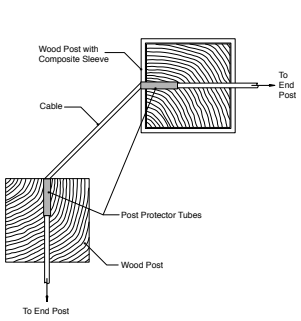

fig. 1a
Step 1: Determine the number of railing posts needed for your deck. Post spacing is 6' or 8' on-center. **Corner applications** (fig. 1a): When taking cable railing through a corner, do not bend the cable past 45º at any time. When turning 90º, a 2-step turn using a double corner post configuration is required. Example: A 12'x16' deck attached to a building with a 4' access opening on one side, and one 90º corner, will require a total of nine posts (fig. 1b). Or you can stop your run and start a new one.